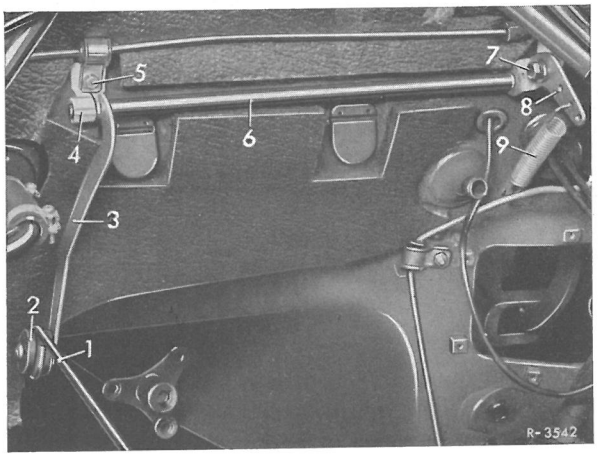

Fig. 30-1/1
Tilbagetræksfjederen (9) hægtes af og sekskantbolten (7) skrues ud (fig. 30-1/1).